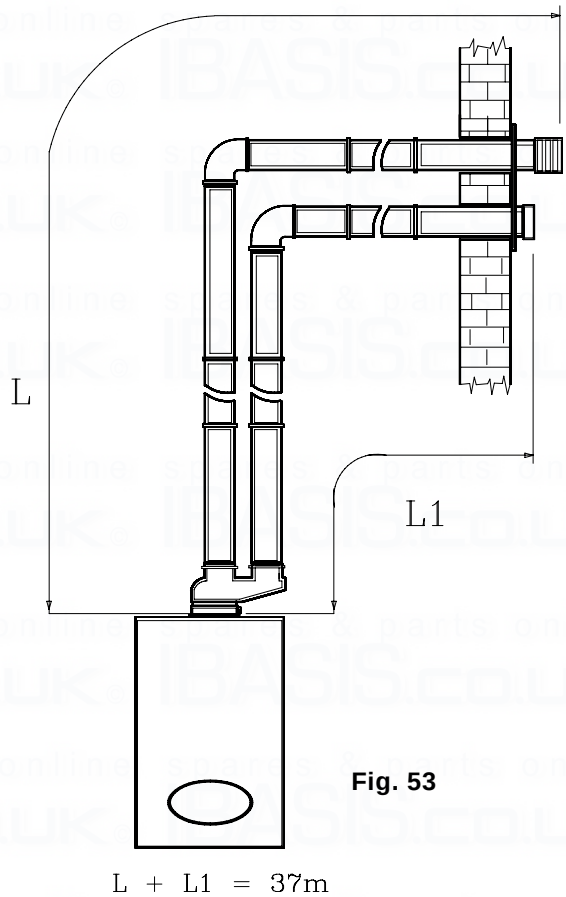

Fig. 53
11.1.4 Exhaust/suction system with two separate pipes through a single vertical wall (Fig.53).